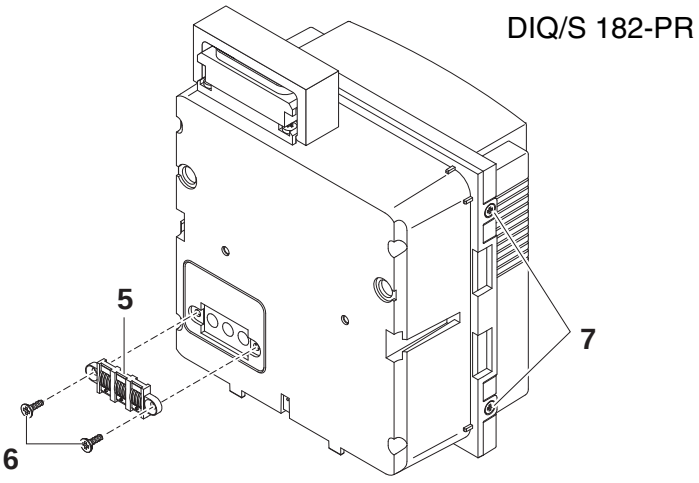

Fig. 3-2 Mounting the contact base (variant 1)
4	Attach the contact base (pos. 5 in Fig. 3-2) on the Universal Transmitter with the two plastic tapping screws (pos. 6).
5	On the Universal Transmitter, remove the two countersunk screws (pos. 7 in Fig. 3-2) and swing open the lid.